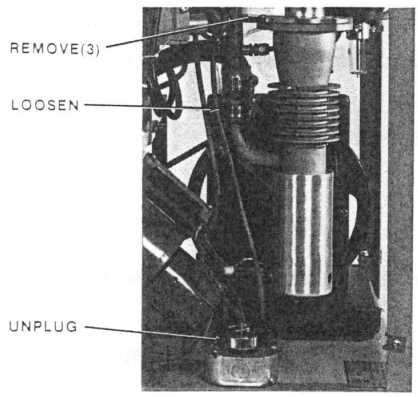

Figure 6-31. Removing Diffusion Pump
5. Unplug the diffusion pump heater from the junction box near the bottom of the pump (Figure 6-31).